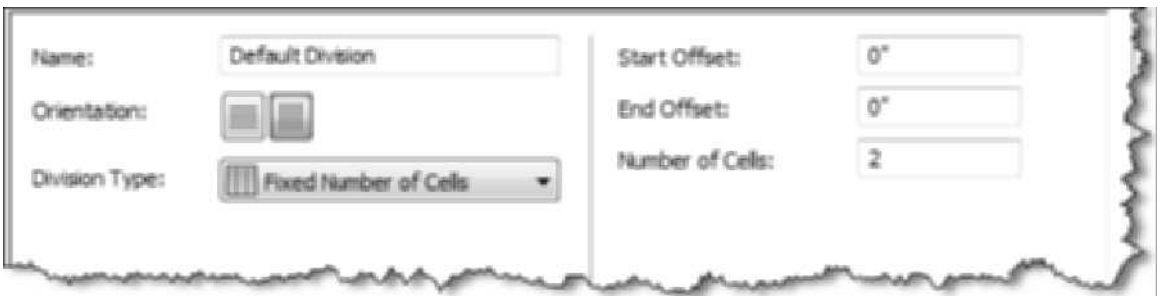

FIGURE 6.9 *Specifying Fixed Number of Cells*
8. Options for the Division Type are Fixed Cell Dimension, Fixed Number of Cells, or Manual. Choose the Division Type flyout to specify **Fixed Number of Cells** as shown in Figure 6.9. Choose the Viewer in the lower-left corner to view the door/window assembly after the edit. The number of cells is specified to 2; therefore there are only two cells.